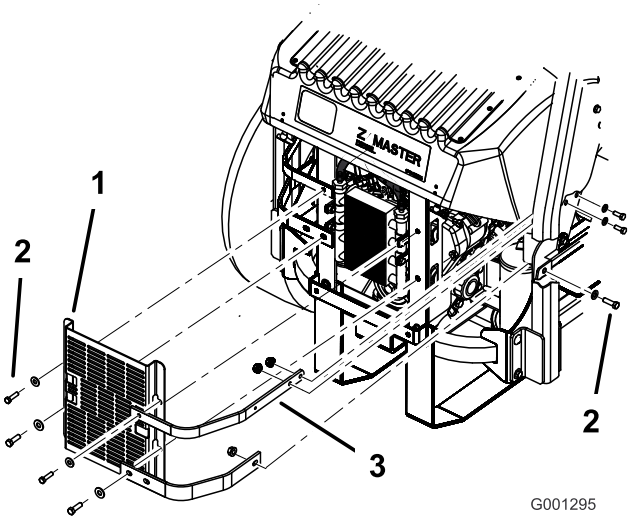

Figur 64
3. Ta bort de fyra bultar som håller fast oljekylarskärmen på den bakre ramen (Figur 64).
4. Ta bort de tre bultar som håller fast motorfästena på maskinens sida (Figur 64).
12. Montera oljekylarskärmen och motorfästena på den bakre ramen med de fyra bultarna som togs bort tidigare (Figur 64).
13. Montera motorfästena på maskinens sida (Figur 64).